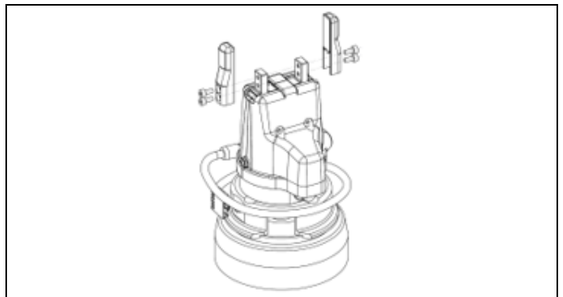

Figure 8
- Montez ensuite les doigts comme indiqué sur la **Figure 8** et comme décrit dans la **Section 3.1.2.**